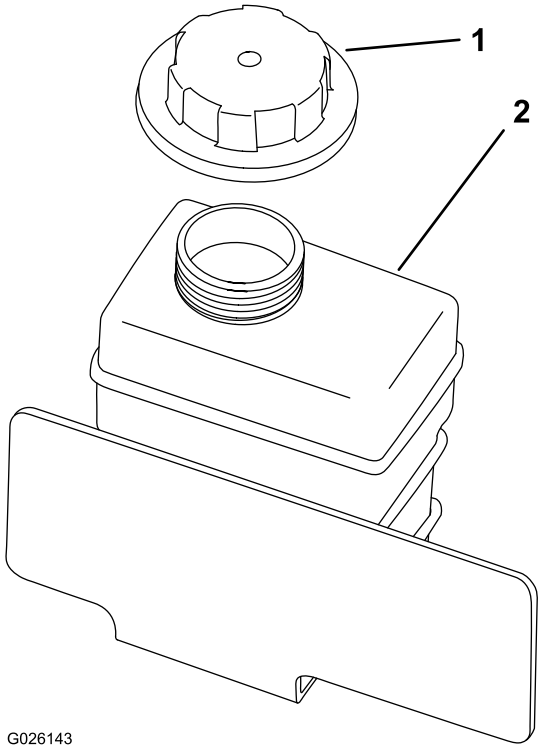

Figur 61
4. Ta av reservetanklokket (Figur 61).